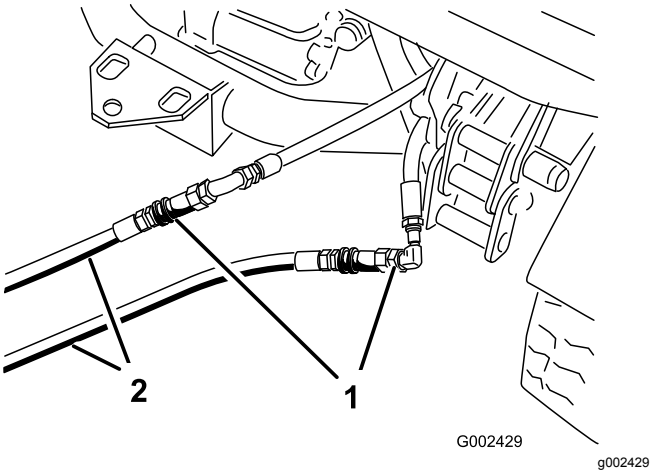

**Rysunek 77**
3. W niesprawnym pojeździe podłącz dwa węże uruchamiające do odłączonych węży (Rysunek 77).